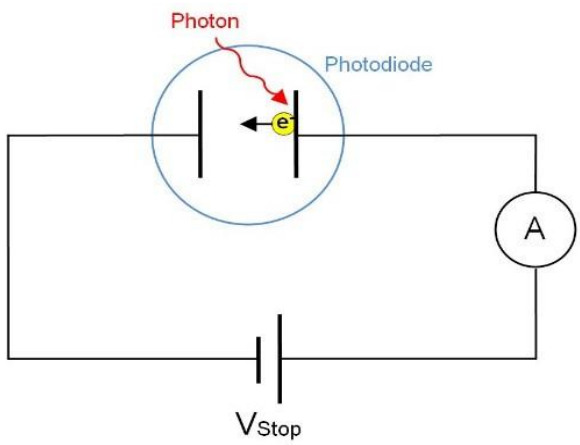

Fig. 2. Photodiode circuit
In this experiment, the kinetic energy of the emitted electrons is measured by applying a potential difference (V) across the photodiode, sufficient to just prevent the electrons from reaching the collector plate in the photodiode tube (Figure 2). The voltage is adjusted until the ammeter reads zero. The kinetic energy equals the potential energy, given by the product of the electron charge and the applied potential difference: